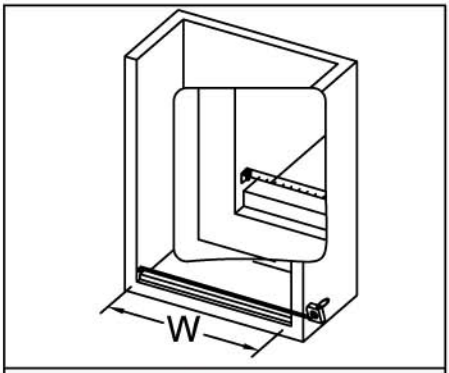

Figure 1
*See **Figure 1** for details.*